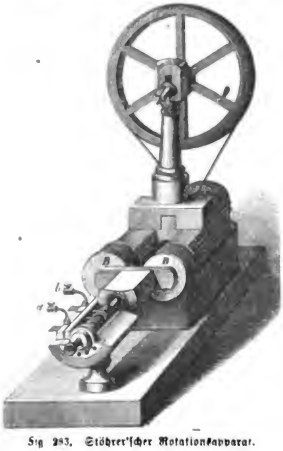

Fig 283. Stöhrer'scher Rotationsapparat.
**Rotationsapparate.** Um in bequemer Weise, sowol behufs ihrer Verwendung zu physiologischen als zu physikalischen oder chemischen Zwecken, Induktionsströme zu erzeugen, hat man verschiedene Vorrichtungen ersonnen, von denen die sogenannten Rotationsapparate die ältesten sind. Bei ihnen wird durch bloßes Drehen eines Rades eine Drahtleitung eben so gut elektrisch erregt, als wäre sie mit einer kräftigen galvanischen Batterie verbunden. Diese Maschinen gewähren noch den Vortheil, daß man durch rascheres oder langsameres Drehen jeden Augenblick die Wirkung verstärken oder mäßigen kann. Der Apparat hat seit 1832, wo der erste gebaut wurde, vielfache Abänderungen erfahren; wir geben ihn in Fig. 283 bildlich in der Konstruktion, welche er von Stöhrer in Leipzig erfahren hat. Wir bemerken an demselben, außer der Kurbel, als ersten wesentlichen Theil einen starken, aus mehreren Lamellen bestehenden Hufeisenmagnet,